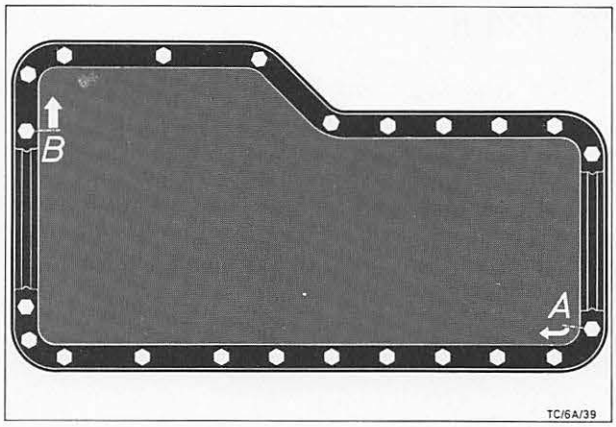

Abb. 67 Anzugsreihenfolge – Ölwanne
47. Ölwanne, Abb. 67, aufsetzen und mit vorgeschriebenem Drehmoment (siehe Technische Daten) in drei Stufen wie folgt festziehen: